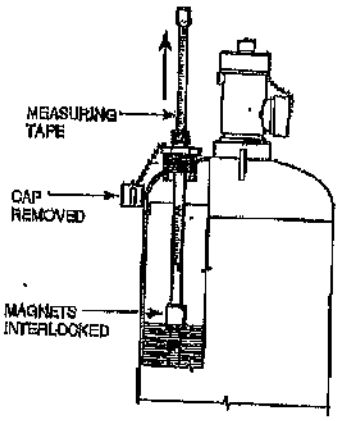

FIGURE 1
b. Lift the measuring tape to the end (or approximately 3 in. above the expected level). Slowly lower the tape until a magnetic interlock is felt. See Figure 1.